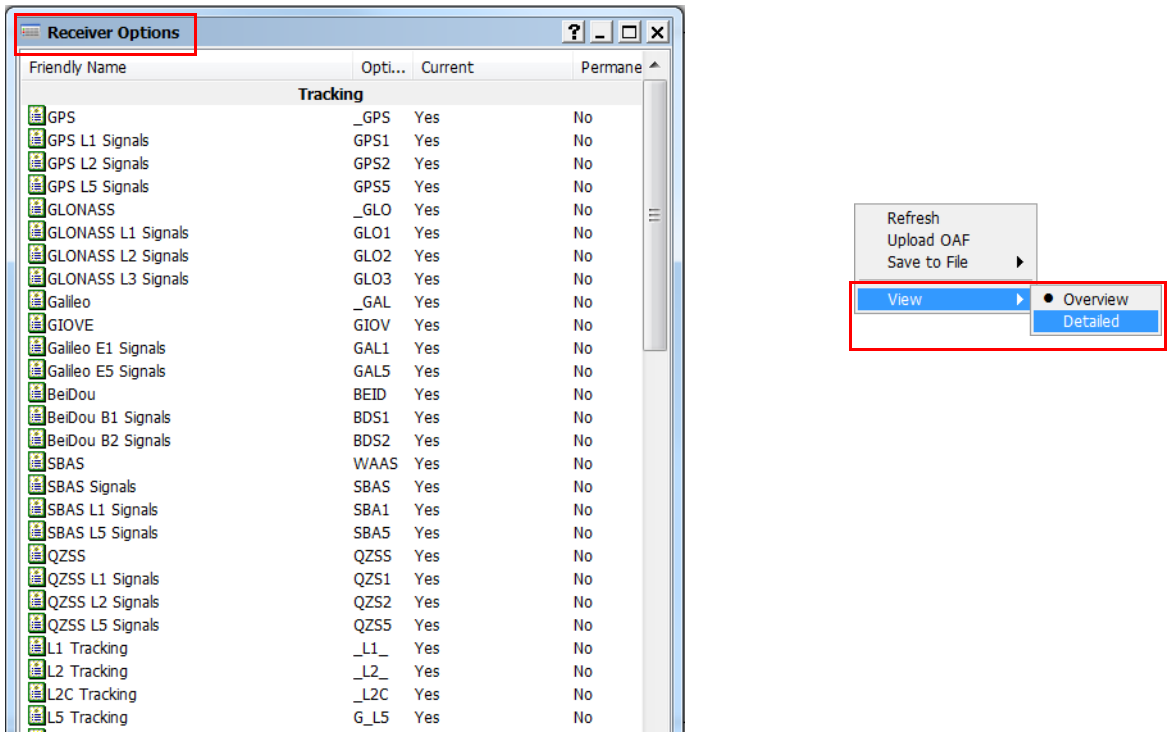

Figure 5-10: Informations supplémentaires sur l'OAF
10. Pour visualiser d'autres détails sur le fichier OAF, effectuez un clic droit dans la fenêtre **Receiver Options** (Options du récepteur) et sélectionnez **View > Detailed** (Afficher > Détaillé) (Figure 5-10).